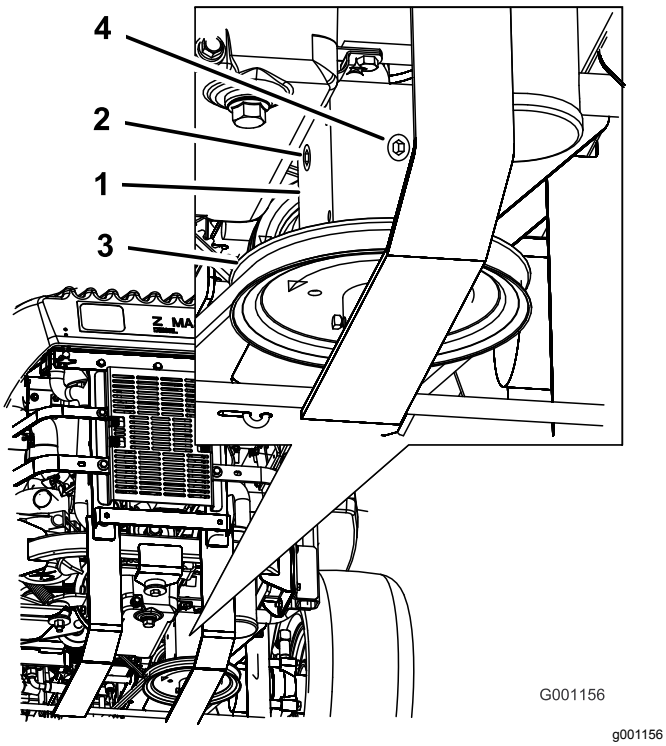

Figur 80
3. Fjern side- eller bakpluggen på girkassen (Figur 80).